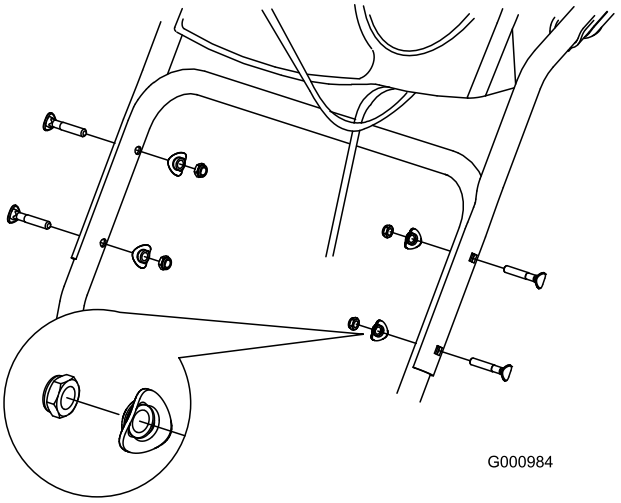

Bild 4
2. Befestigen Sie den oberen Griff mit vier Griffschrauben, vier gekrümmten Scheiben und vier Sicherungsmuttern aus der Tasche mit den lose mitgelieferten Teilen (Bild 4).